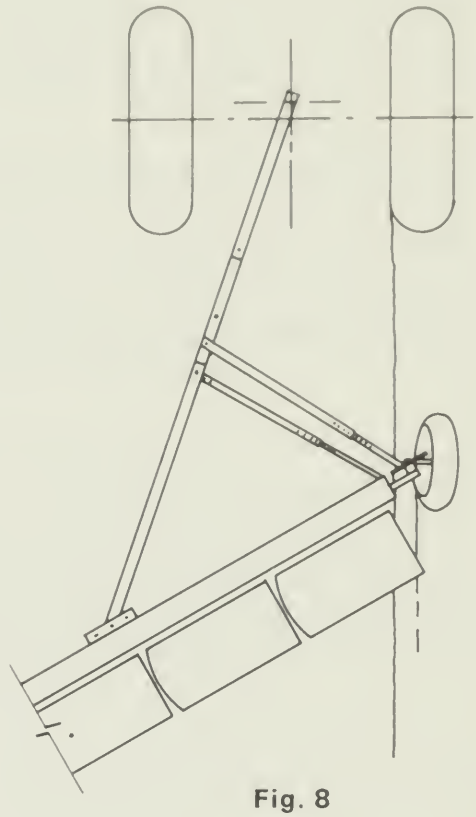

Fig. 8
2. La coupe du premier disque est trop étroite (voir fig. 8).